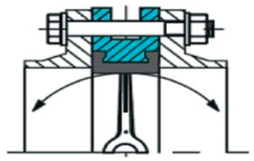

Рис. 2 (неправильно)
2. В случае использования фланцев с внутренним диаметром больше номинального диаметра затвора фланцы не будут полностью закрывать седловое уплотнение, что может привести к повреждению и деформации седлового уплотнения (*рис. 2*).